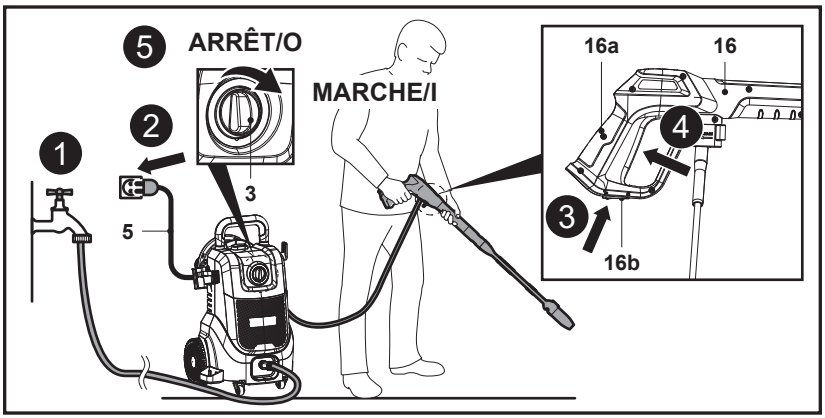

Fig. 19
1. Ouvrir le robinet pour laisser l'eau s'écouler dans la pompe (Fig. 19, étape 1).
2. Brancher le cordon d'alimentation (5) à la source d'alimentation en s'assurant que l'interrupteur rotatif marche / arrêt (3) est en position d'arrêt (Fig. 19, étape 2).
3. Tirer vers l'arrière le verrouillage de la gâchette (16b) au bas du pistolet de pulvérisation (16) pour déverrouiller la gâchette du pistolet de pulvérisation (16a) (Fig. 19, étape 3).
4. Appuyer à fond sur la gâchette (16a) jusqu'à produire un débit d'eau constant pour évacuer l'air de la machine et du tuyau d'alimentation en eau (Fig. 19, étape 4). Relâcher la gâchette du pistolet de pulvérisation (16a).
5. Mettre la machine en marche en tournant l'interrupteur rotatif marche / arrêt (3) pour le mettre en position **« I »** (Fig. 19, étape 5).